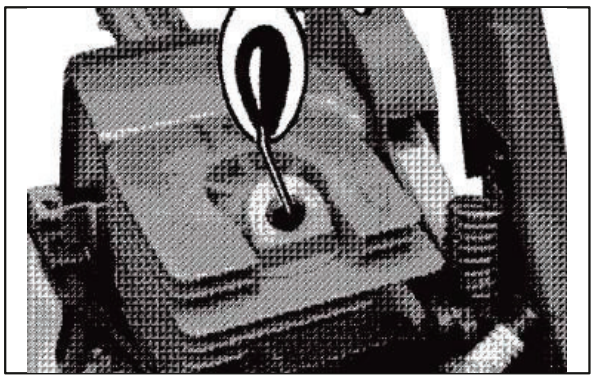

Рис. 19
5. Залейте 1 чайную ложку чистого масла для двухтактных двигателей в камеру сгорания. Потяните медленно веревку стартера, чтобы покрыть маслом внутренние поверхности цилиндра . Установите свечу зажигания. (Рис. 19).